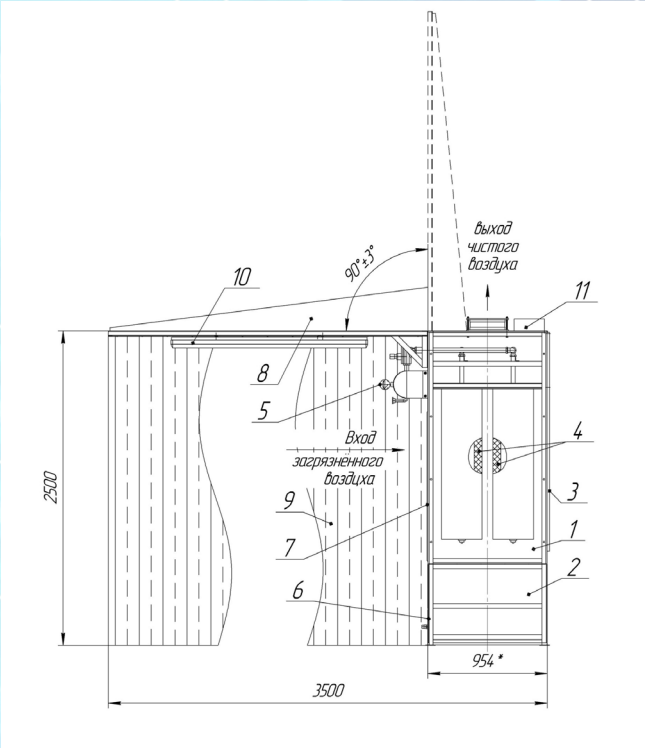

Рис.5 Схема камеры КФВ-ОИ, с поднимающимся потолочным укрытием
Для подачи, кантования и удаления крупногабаритных изделий из рабочей зоны КФВ-О с помощью цеховых грузоподъемных механизмов (мостовой кран, кран-балка) камеры КФВ-О могут дополнительно оснащаться опцией подъема потолочного укрытия (рис. 5 и 6). Подъем и опускание потолочного укрытия выполняется электролебедкой (11), которая управляется с пульта управления.